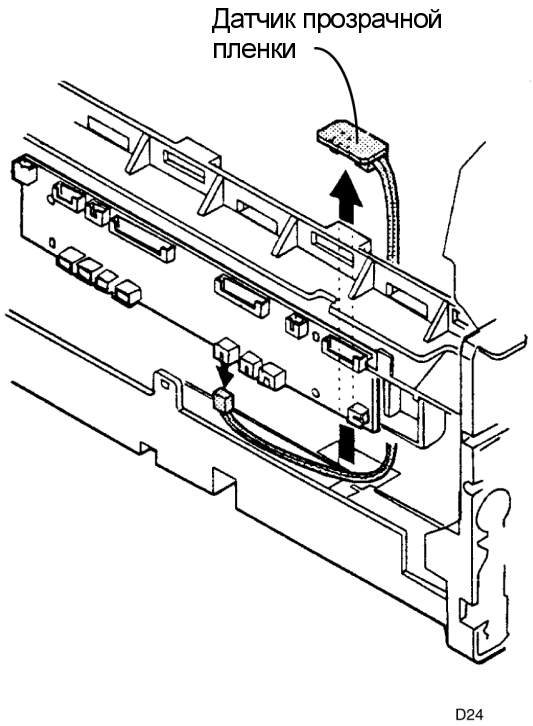

Рисунок 2. Снятие датчика прозрачной пленки
4. (Рисунок 2): Отсоедините разъем и снимите датчик прозрачной пленки.